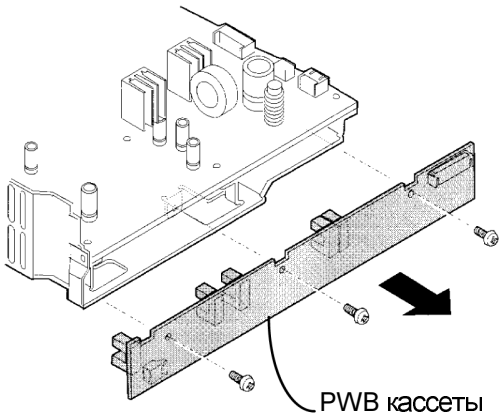

Рисунок 1. Снятие PWB кассеты
2. (Рисунок 1): Отверните винты и снимите PWB кассеты.